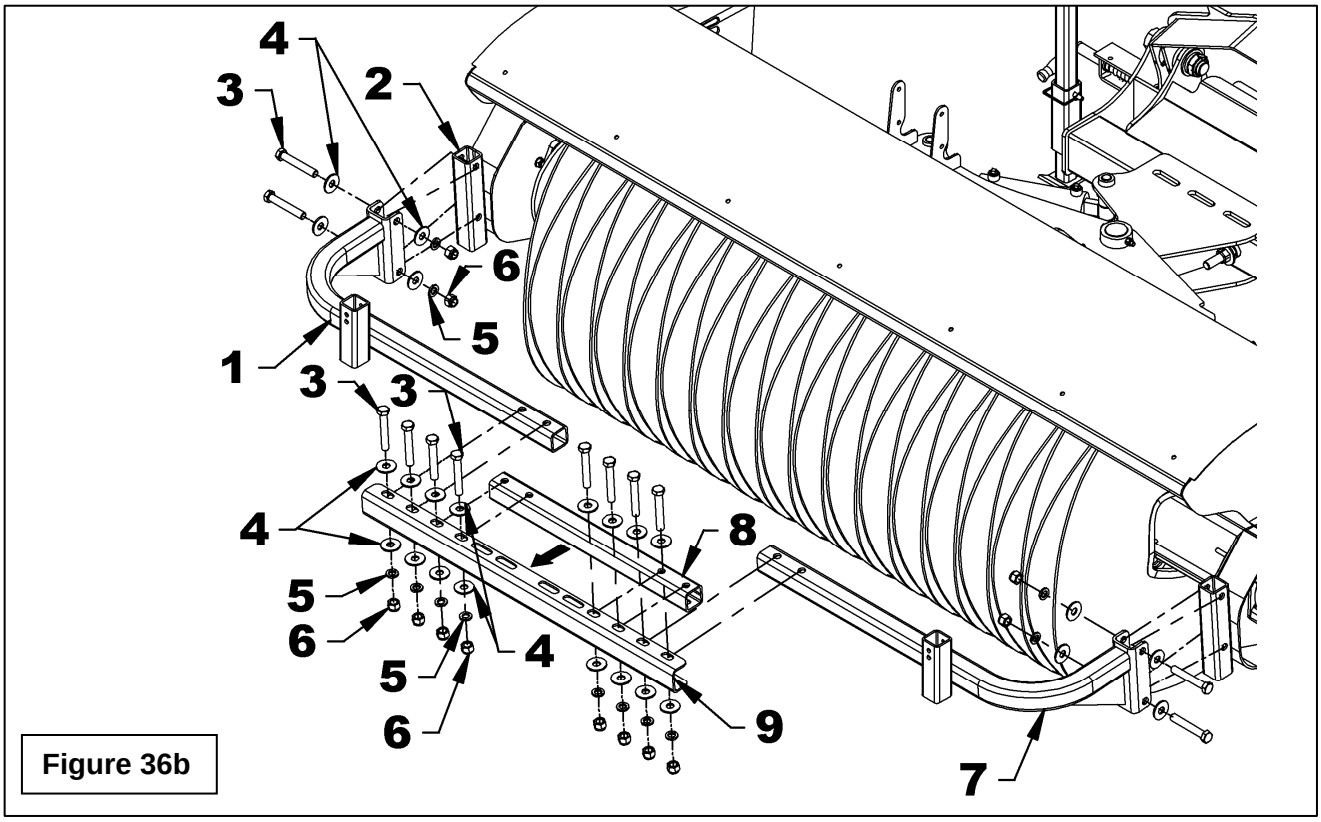

Figure 36b
2. **Figure 36b –84" broom:** Install the left and right wheel supports (items1-7) on the parking stand tubes (item 2) with two bolts (item 3), four flat washers (item 4), two lockwashers (item 5) and two nylon insert nuts (item 6). Insert the reinforcement tube (item 8), placing holes with knurled clinch nut toward the brushes, in the tube support (item 9) and secure with four bolts (item 3), eight flat washers (item 4), four lockwashers (item 5) and four nylon insert nuts (item 6). Attach the support tube (item 9) to the left and right wheel supports (items 1-7) with four bolts (item 3), eight flat washers (item 4), four lockwashers (item 5) and four nylon insert nuts (item 6).
NOTE: The reinforcement tube (Fig. 36b item 8) is not required for the 60" and 72" brooms.